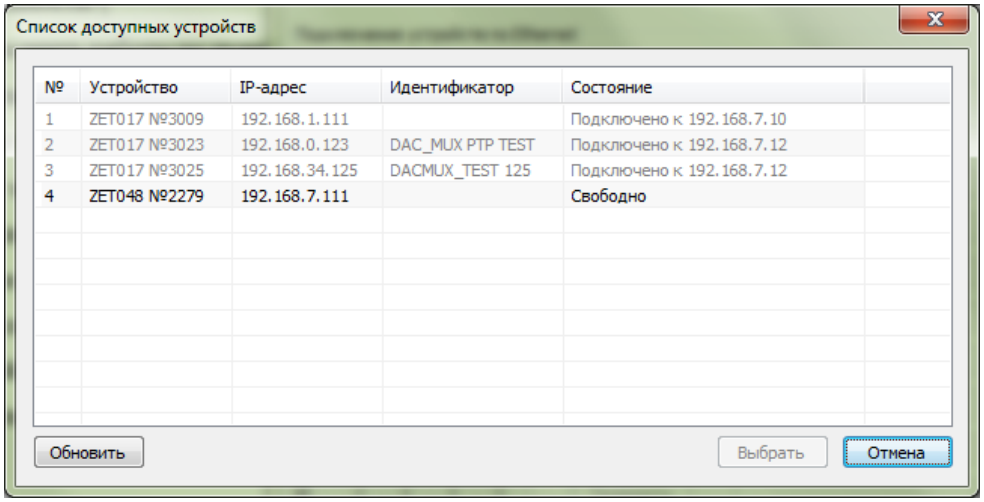

Рис. 2.4 Программа «Список доступных устройств»
6. При нажатии активной кнопки «...» откроется окно программы «Список доступных устройств» (*Рис. 2.4*).